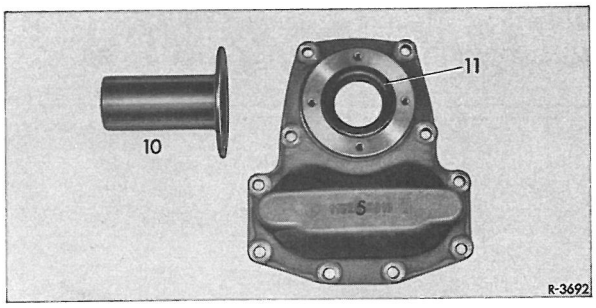

Fig. 26-7/4
7. Ny Pakningsring (11) presses ind så den slutter til anlægsfladen (fig. 26-7/4).
8 Lejerør (lo) skrues løst på dækslet med befæstelsesboltene (9) (fig. 26-7/3).